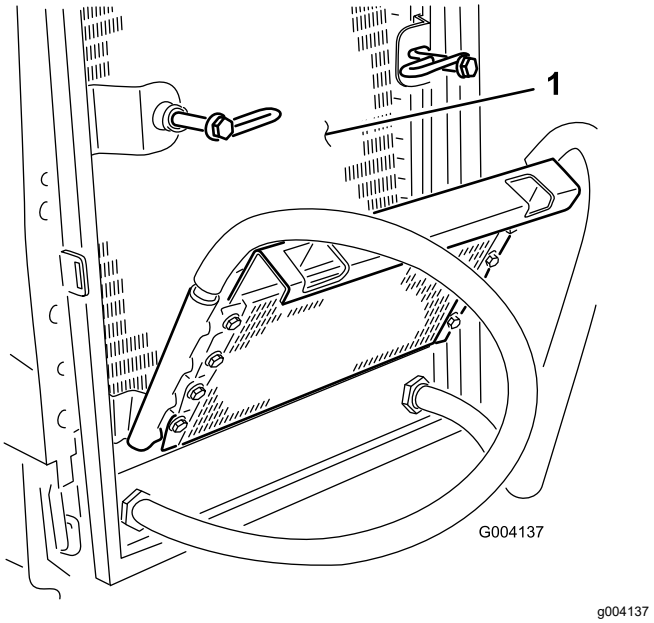

Rysunek 62
6. Dokładnie oczyść obie strony chłodnicy oleju oraz głównej chłodnicy (Rysunek 62) sprężonym powietrzem.